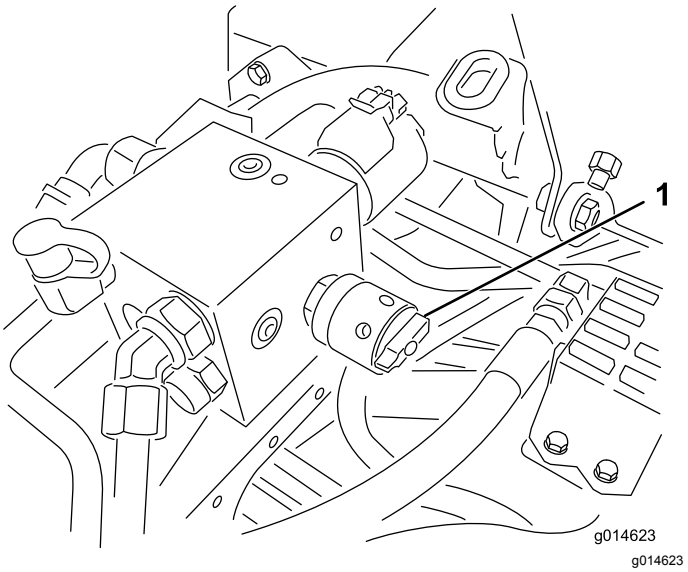

Figur 48
4. For å stille inn spolehastigheten, vri knotten (Figur 48) til indikatorpilene er i linje med tallet som angir ønsket innstilling.